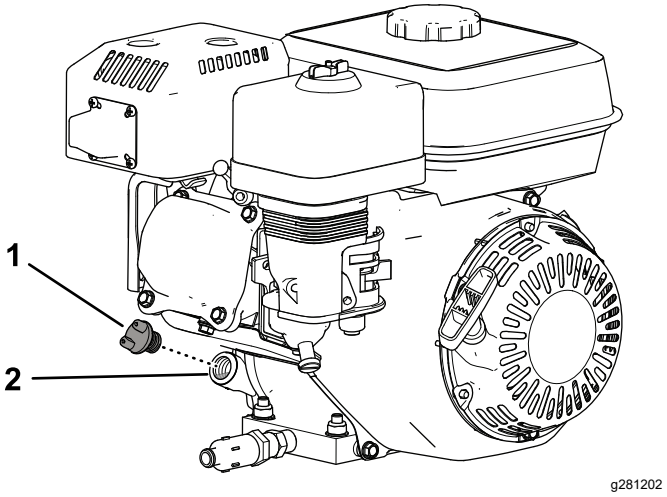

Figur 27
2. Rengør området omkring oliepåfyldningsdækslet (Figur 27).